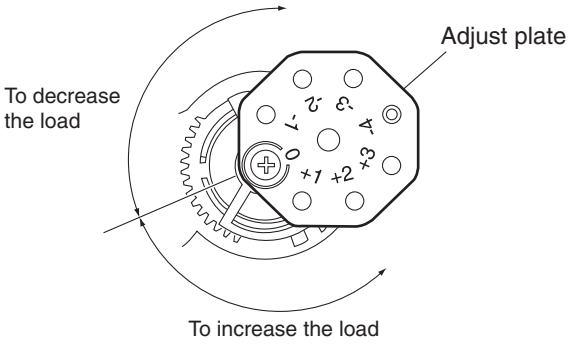

Fig. 2 Adjust plate
1. The adjustment value of adjust plate is adjusted to "0" (Refer to Fig. 2).